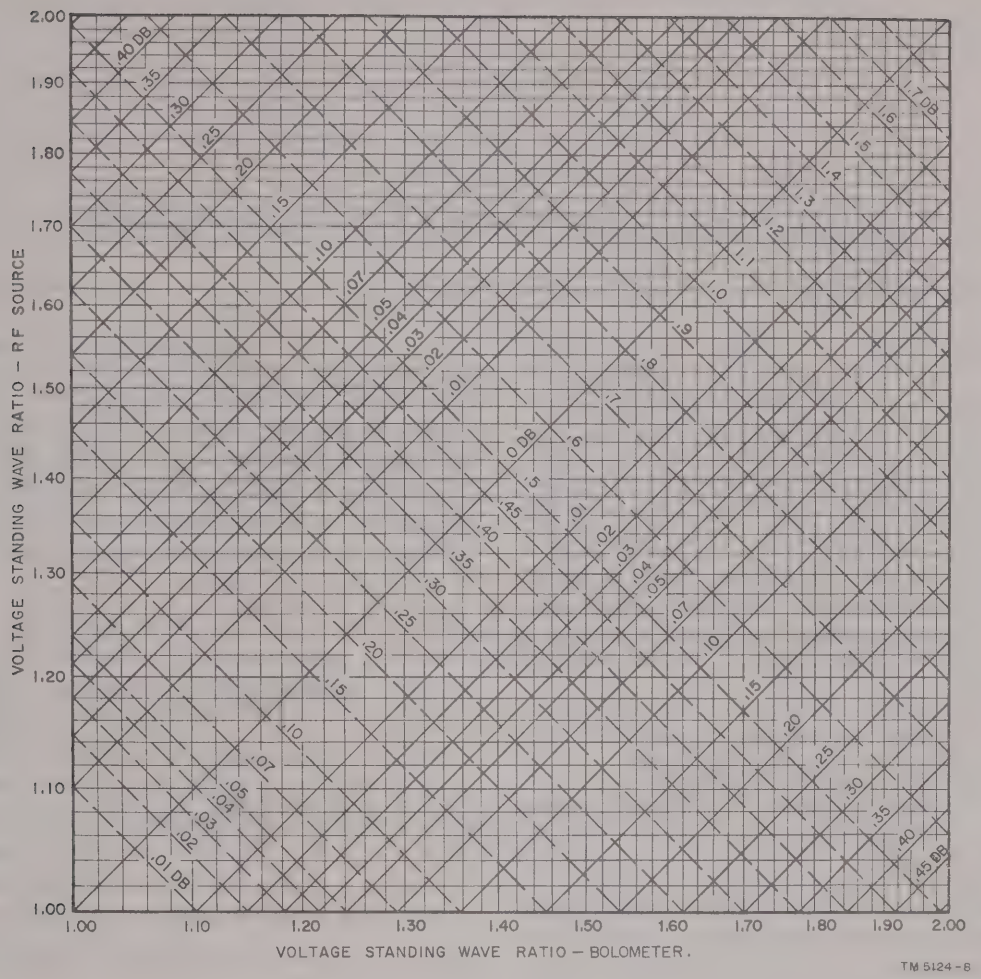

Figure 3–3. Waveguide Probe MX–2144/U; Bolometer, Radio Frequency MX–2144A/U; Bolometer, R.F. MX–2144B/U; Bolometer, R.F. MX–2144C/U, line mismatch loss.
f. Normal Standing-Wave Ratio. Normally the voltage standing-wave ratio of the bolometer will fall between 1.3 to 1 and 1.5 to 1 as given in the technical characteristics (para 1–5). Using one of these values, depending on the frequency of the source, and using the voltage standing-wave ratio given for the equipment being measured, determine the minimum and maximum correction factors from the chart (fig. 3–3). The correct power values obtained (*e* above) are as accurate as normally required. If more accurate readings are necessary, the voltage standing-wave ratio of the source and the bolometer can be measured with Coaxial Slotted Line IM–92/U (TM 11–5109).